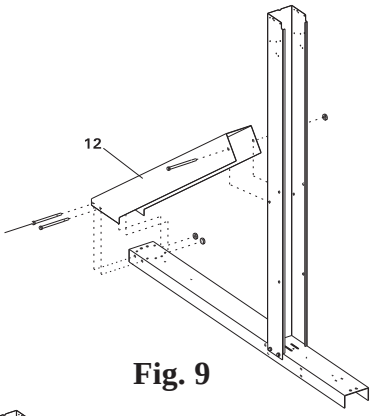

Fig. 9
C) Once all of the straight side uprights are attached, you can begin attaching the struts. This is done by pushing the angled end of the strut (the end with two holes on each side) over the end of the strap end channel and the other side around the straight side upright. The hole on each side of the strut lines up with the hole in the straight side upright that is farthest from the open end of the straight side upright. The two holes on the other end of the strut line up with the only two holes in the back end of the strap end channel. Secure the struts using three 5/16" x 4 ½" bolts and three 5/16" nuts. See Fig.9 for visual instructions.